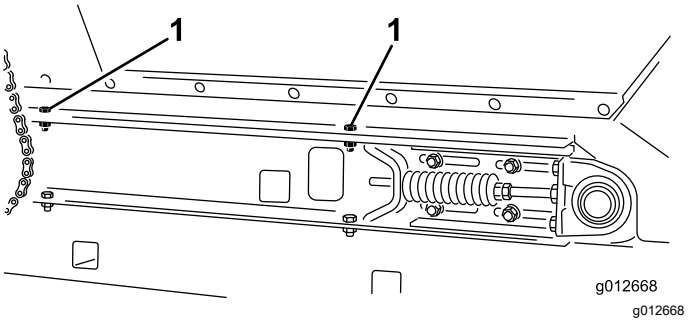

Figur 31
2. På hver side af maskinen skal du fjerne de 2 maskinskruer, 2 spændeskiver og 2 låsemøtrikker, der fastgør tragtbeholderen til gliderens stelvanger (Figur 31).